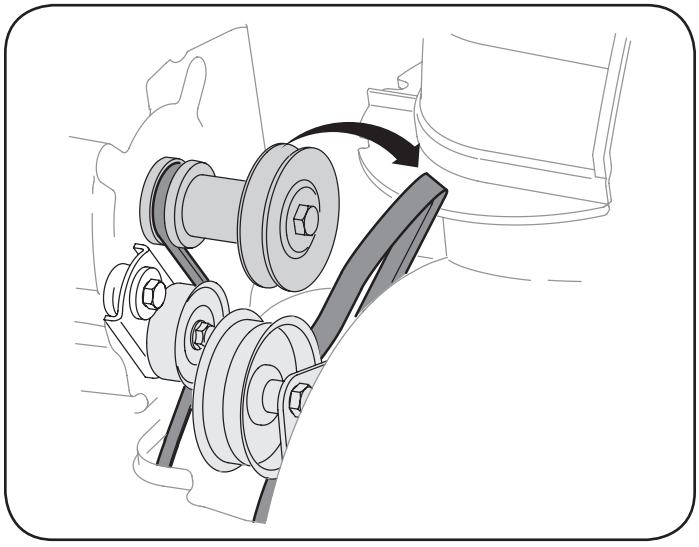

Figura 68
3. Saque la correa de la barrena de la polea del motor. Vea la Figura 68.